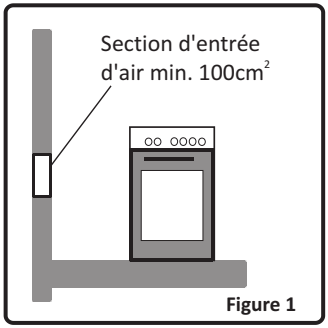

Figure 1
- Le flux d'air doit entrer par le bas (mini 100cm²) et sortir par le haut (mini 100cm²). Ces ventilations doivent avoir donc une surface minimum de 100 cm², efficace pour le passage de l'air. Ces ventilations doivent être ouvertes et jamais bouchées. Elles doivent de préférence être situées près de l'arrière de la cuisinière (pour l'arrivée d'air fig. 1 et 2) et à l'opposé des gaz brûlés occasionnés par la cuisson (pour l'évacuation), c'est à dire à 1.80m au moins au-dessus du sol. S'il est impossible d'ouvrir ces ventilations vers l'extérieur, à l'endroit où la cuisinière est installée, l'air nécessaire peut également provenir d'un autre endroit à condition qu'il soit correctement ventilé et qu'il ne s'agisse ni d'une chambre à coucher, ni d'un endroit dangereux.